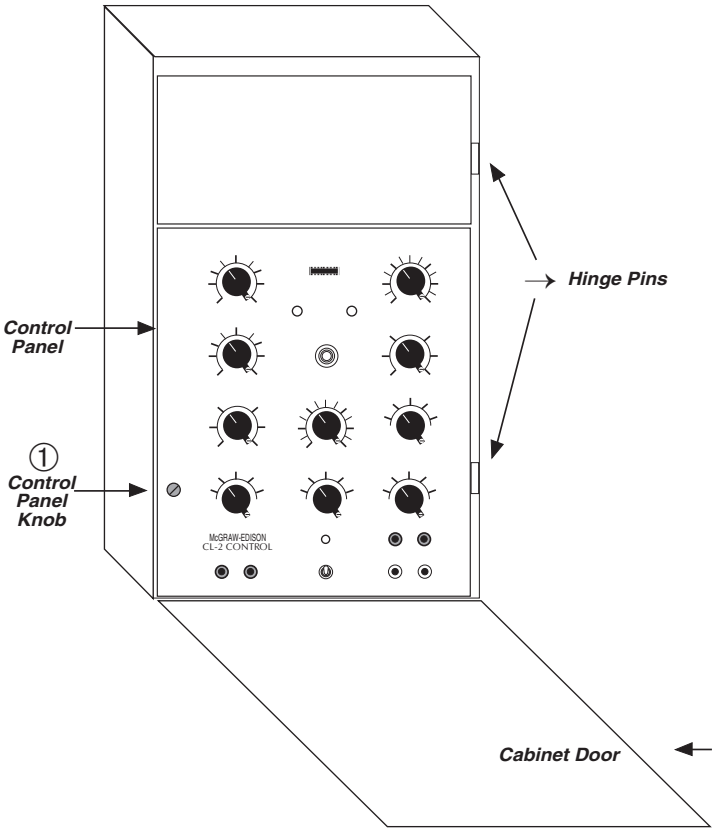

Figure 5-29 Cooper Control in Cabinet
3. Loosen the thumb screws on the control panel (Figure 5-29), and swing the panel outward.
2. Mount the M-6200A Regulator Control onto the hinges in the control cabinet (Figure 5-29), then install the two hinge pins saved from the original control. Leave the panel in the open position so that the back of the panel is accessible.